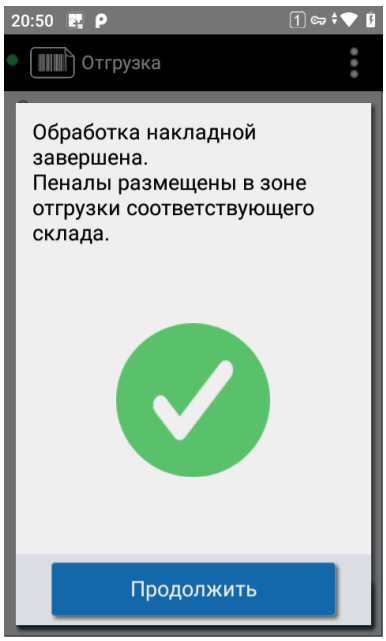

Рисунок 36. Подбор завершён
6. Когда подбор закончен, нажмите «Действия» → «Завершить подбор». ТСД сообщит «Обработка накладной завершена. Пеналы размещены в зоне отгрузки соответствующего склада» (см. Рисунок 36). Документ появится в пункте «Выдача» (см. раздел 4.2.3).